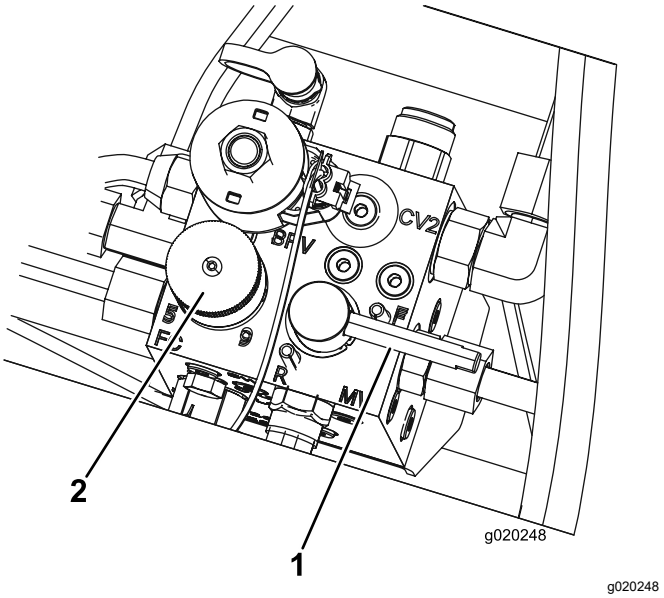

Figuur 81
5. Zet de toerentalregeling van de messenkooien op stand 1 (Figuur 81).
6. Zet de wethendel in de achteruitstand (R) (Figuur 81).